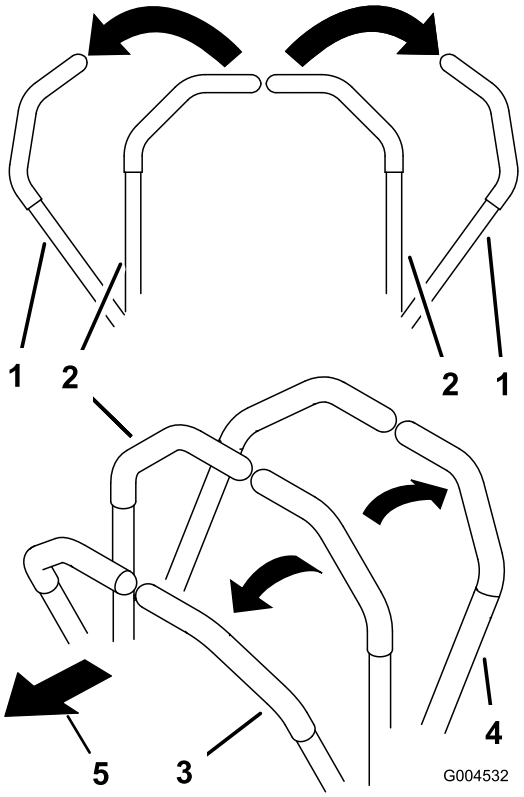

Figuur 17
3. Om vooruit te rijden, duwt u de rijhendels langzaam naar voren (Figuur 17).
Om in een rechte lijn te rijden, moet u gelijkmatige druk uitoefenen op beide rijhendels (Figuur 17).
Om te draaien, beweegt u de rijhendel naar de neutraalstand, in de richting waarin u wilt draaien (Figuur 17).
2. Om achteruit te rijden, trekt u de rijhendels naar achteren (Figuur 17).
Om te draaien, vermindert u de druk op de rijhendels in de richting waarin u wilt draaien (Figuur 17).